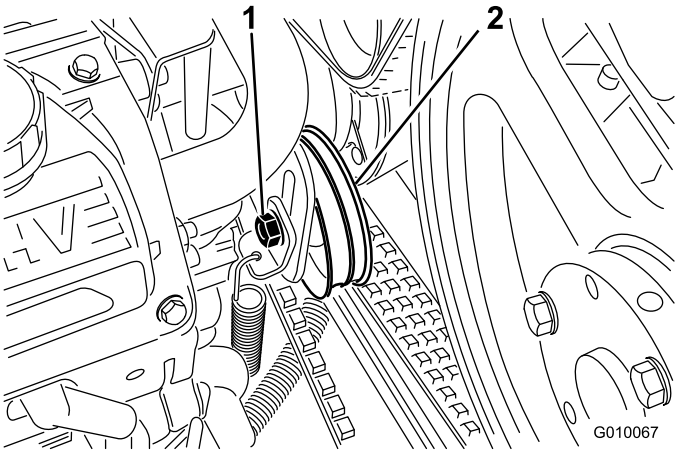

Figur 57
3. Løsn bolten i pumperemmens styreremskive præcis så meget, at bevægelse er muligt i dens justeringsrille (Figur 57).